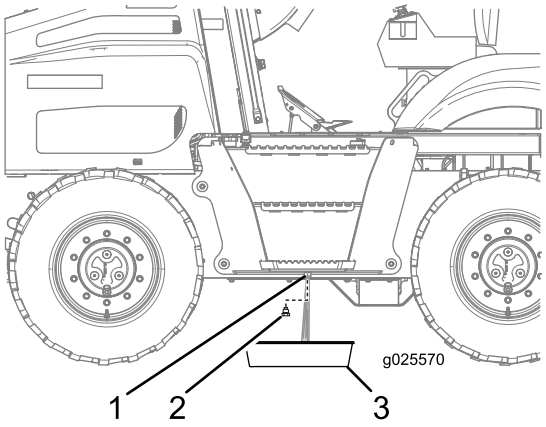

Figura 70
3. Desaparafuse o bujão de drenagem do tanque de combustível e drene a água (Figura 70).
4. Quando o combustível sair limpo, instale o bujão de drenagem, apertando-o com firmeza (Figura 70).